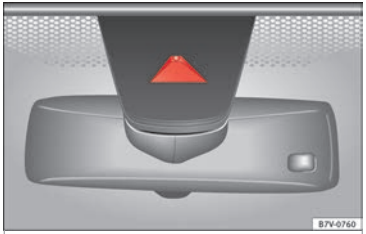

Fig. 149 In the windscreen: field of vision of the lane assist system camera.
- **Before starting travel, verify that the camera's field of vision is not covered** **››› Fig. 149**.